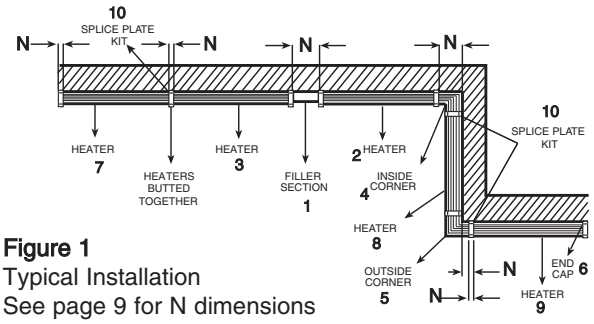
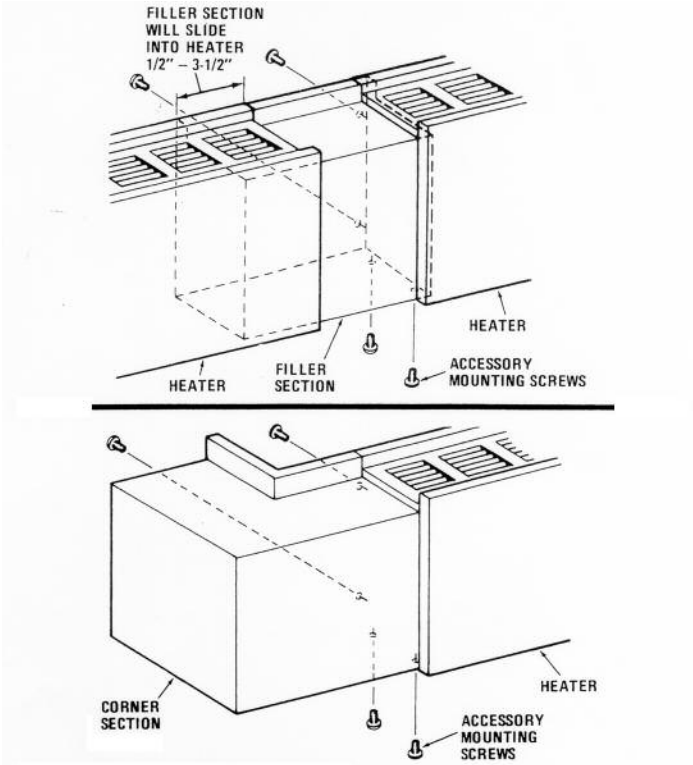

Figure 1
Figure 5
Check the heater section dimensions and the additional wall length required for telescoping accessories (Figure 1) before starting wall-to-wall type installation. Be certain all heaters and accessories needed are at hand and are of correct finish.
4. If required by plan, install filler section (1, Figure 1) to either heater (2) or (3) by means of four #6 screws supplied with filler section. (Refer to Figure 5.) Discard filler section end cap in this application.
5 If the wall run has inside or outside corners, install corner (4 and 5) to the heater (2 and 9) by means of four #6 screws supplied with corner section. (Refer to Figure 5).
Note: Predrilled 1/4" diameter mounting holes are provided in each junction box. These holes may be used only when no slip-in accessory is to be installed in that end of the heater (such as when heater(3 and 7) are butted together as shown in Figure 1). Additional mounting holes will have to be drilled in the housing to support the weight of long-length heaters (6' and longer). Do not drill any additional holes in junction boxes.
10. Mount the heater (2, Figure 1) on the wall using screws, bolts or anchors (by installer) to suit the wall construction.
11. Telescope the heater housing (3) over the filler section (1) by the desire amount and mount the housing to the wall.
12. Telescope the heater housing (8) over the corner section (4) by the desired amount and mount the housing to the wall.